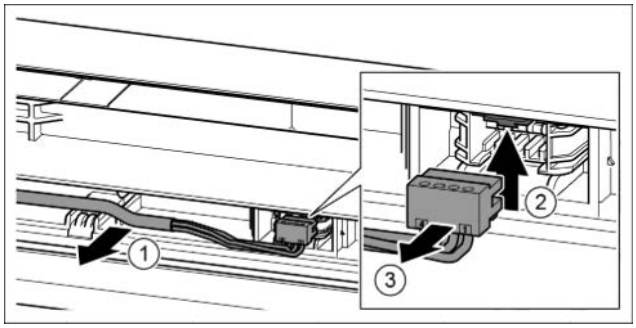

Fig. 23
- ▶ Осторожно высвободить серый кабель из направляющей в двери. *Fig. 23 (1)*
- ▶ Отжать соединительную накладку вверх. *Fig. 23 (2)*
- ▶ Осторожно извлечь штекер. *Fig. 23 (3)*